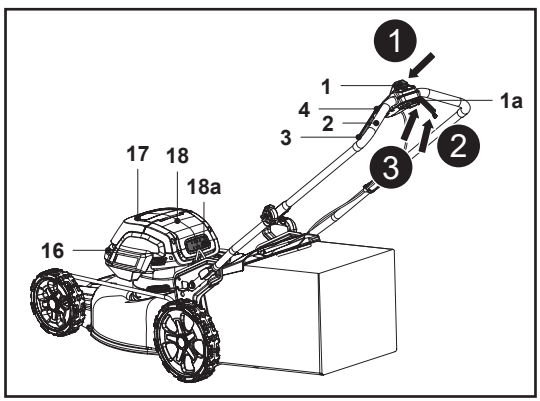

Fig. 18
1. Levante a tampa magnética (17c), abra a tampa do compartimento da bateria (17) e, em seguida, insira totalmente as duas baterias (27).
2. Feche cuidadosamente a tampa do compartimento da bateria (17).
3. Mantenha-se atrás da pega (2).
5. Mantendo o botão do interruptor de segurança (1) premido, puxe as alavancas de arranque (3) na direção da pega (2) e mantenha-as nessa posição (Fig. 18, passos 1, 2).
6. Após o arranque do corta-relva, liberte o botão do interruptor de segurança (1).
7. A capacidade real da bateria será automaticamente apresentada no visor da bateria (18a) na parte posterior da cobertura do motor (18).
8. A lâmpada de trabalho (16) na parte dianteira da tampa do compartimento da bateria (17) liga-se automaticamente.
9. Quando estiver a postos para cortar a relva, puxe as alavancas de autopropulsão (4) juntamente com as alavancas de arranque (3) na direção da pega (2) e mantenha-as na posição para impulsionar o corta-relva para a frente (Fig. 18, passo 3).